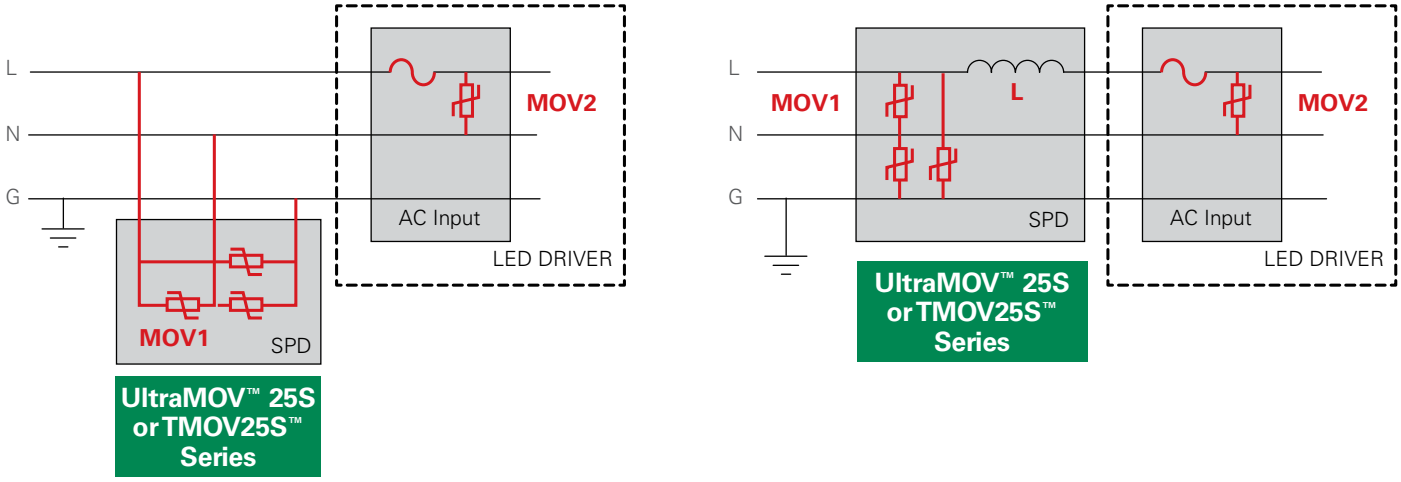

Figure 17. SPD protection schemes that increase the surge immunity of an LED driver.
SPD modules are responsible for protecting luminaires against these high surge levels, which can occur in outdoor lighting environments. The SPDs use 3-4 parallel- or series-connected high-surge-withstand (for example, 25mm or 34mm diameter) MOVs across the AC lines, as shown in the green MOV1 block of ***Figure 17.*** As shown in that figure, the MOVs are installed from Line to Ground, Neutral to Ground and Line to Neutral. For installations in regions with severe lightning exposure, it is common to use parallel-connected MOVs for the Line to Neutral leg. This will increase differential mode surge capability and the reliability of a luminaire.
6. Refer to the embedded links in the SPD blocks of ***Figure 17*** for MOV technical information. See the Littelfuse Varistor Ordering Information Diagram for details on constructing a part number.